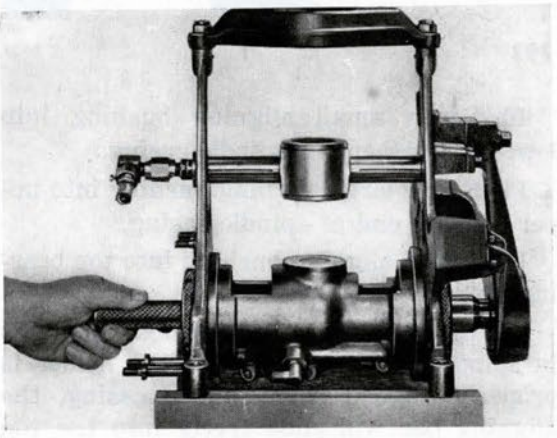

Figure 191
K. Check Alignment of Top Bearing Holder With Spindle Casing (Fig. 191)